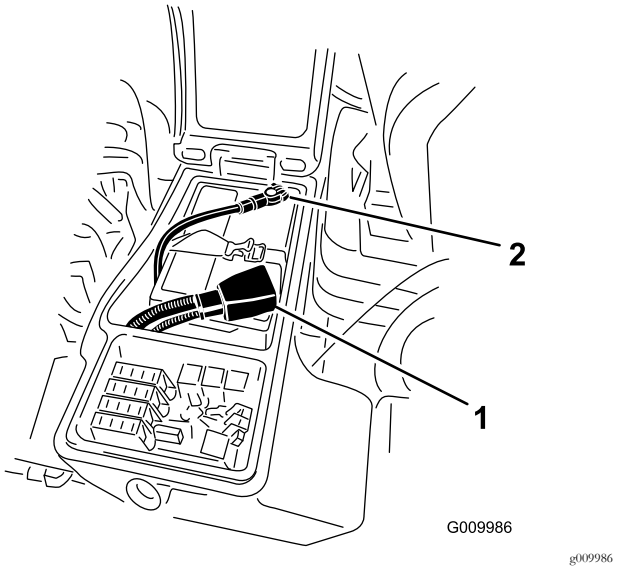

Figur 50
6. Anslut pluskabeln (röd) till plusanslutningen (+) och minuskabeln (svart) till minusanslutningen (–) på batteriet (Figur 50).